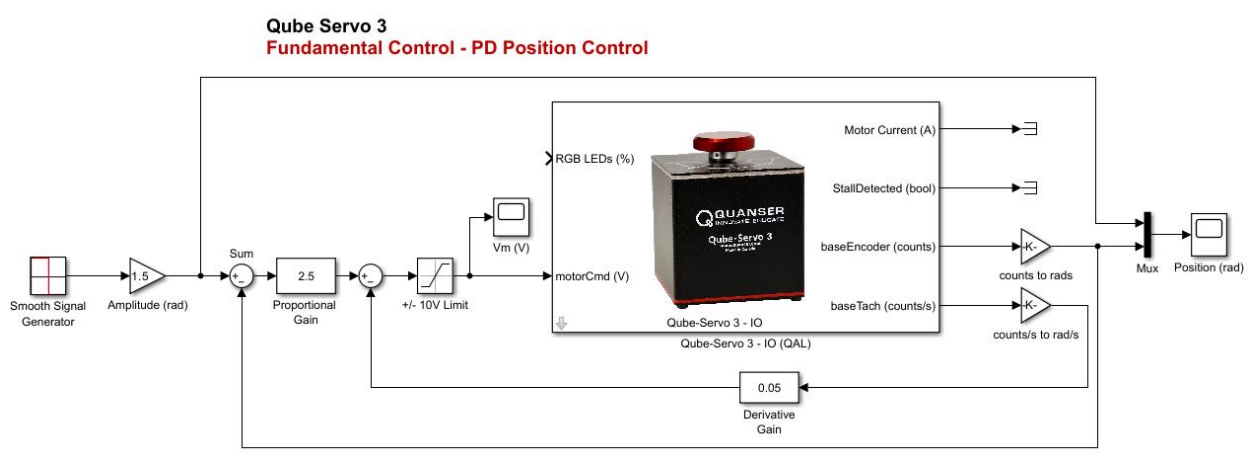

Figure 1: Proportional and rate feedback controller for the Qube-Servo 3
Use the qs3_pd.slx file. This model implements a proportional and rate feedback (PV) control as shown in the concept review mentioned in the application guide. Make sure to use a square wave as an input with an amplitude of $\pm 1.5\ rad$ at $0.4\ Hz$. Keep the saturation block to protect the servo. Your model should look like Figure 1. Instead of differentiating the position, this model just uses the tachometer directly.
2. Use the gain value found in previous labs to convert the encoder counts to radians and counts/s to rads/s. Connect all the blocks as shown in Figure 1.